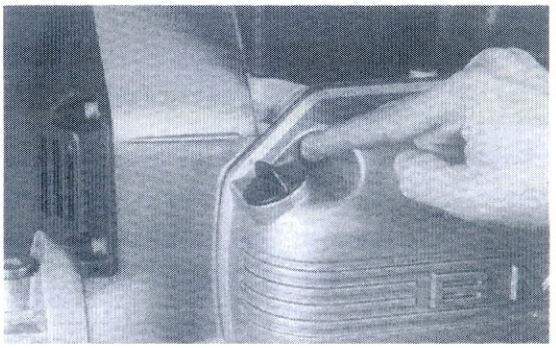

Bild 36
- 3,75 Liter Motoröl SAE 20W 40 oder 50 am Einfüllstutzen einfüllen (Bild 36). Bei Ölwechsel ohne Filterwechsel 3,5 Liter Öl einfüllen.